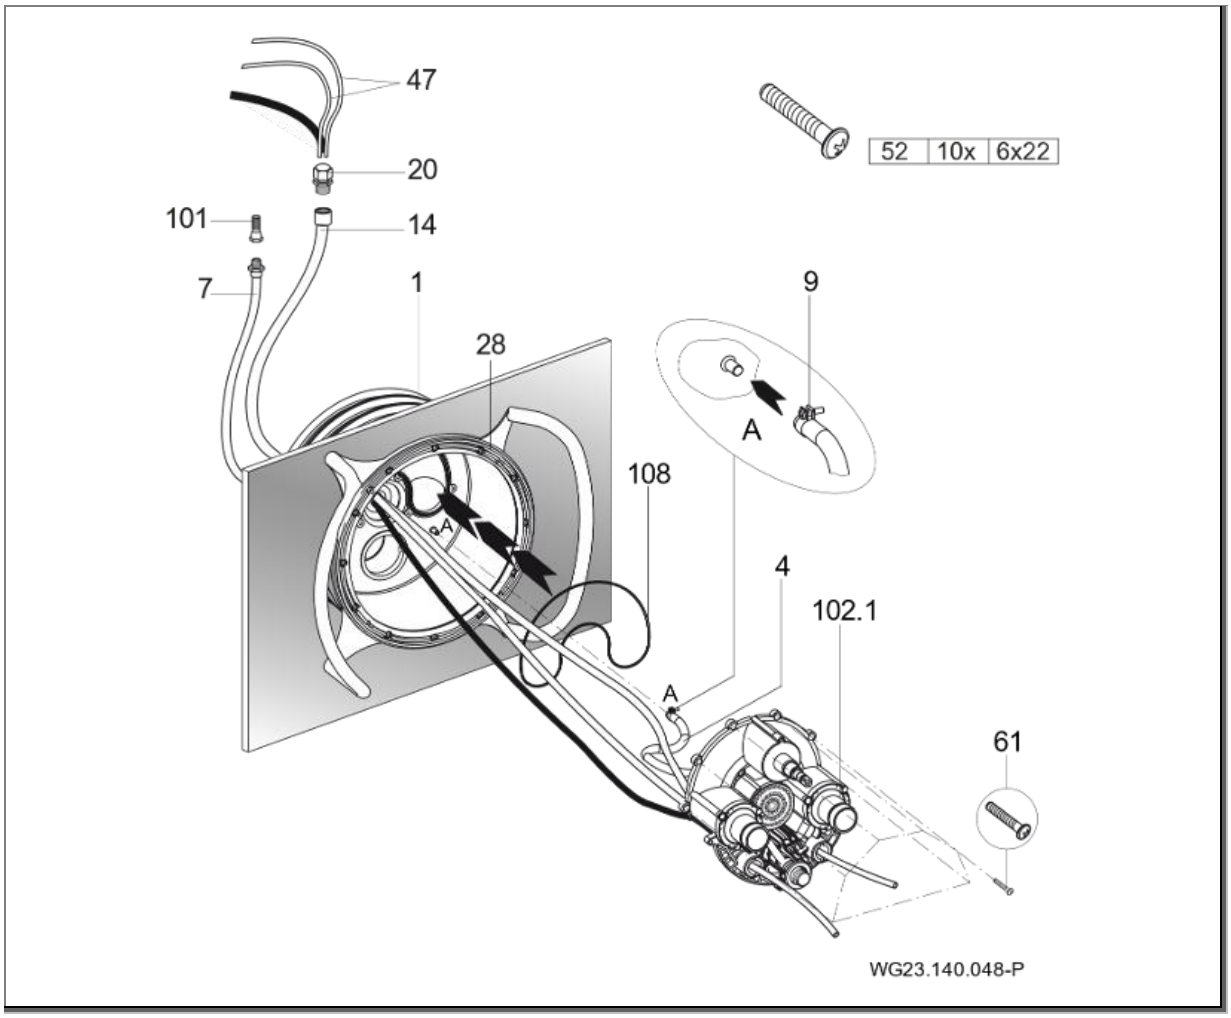

Fig. 18
2. Applicare l'O-Ring (108) nel corpo da murare (1). (Fig. 18)
3. Avvitare le dieci viti autofilettanti (61) in dotazione nell'allog-giamento degli ugelli. Applicare l'alloggiamento premontato degli ugelli (102.1) sul corpo da murare (1). (Fig. 18)
4. Far passare i tubi flessibili pneumatici o i cavi dei pulsanti piezoelettrici attraverso i fori inferiori o esterni dell'alloggiamento degli ugelli (102.1); luce ON/OFF a sinistra; pompa ON/OFF a destra. (Fig. 18)
5. Far passare i tubi flessibili pneumatici (47) o i cavi dei pulsanti piezoelettrici e il cavo del faro attraverso la guaina di protezione (14) e sigillare con il passacavi a vite (20). (Fig. 18)
6. Fissare il tubo interno dell'aria (4) già completamente premontato sull'alloggiamento degli ugelli (102.1) e sulla regolazione dell'aria, al corpo da murare (1) con una fascetta stringitubo (9). (Fig. 18)